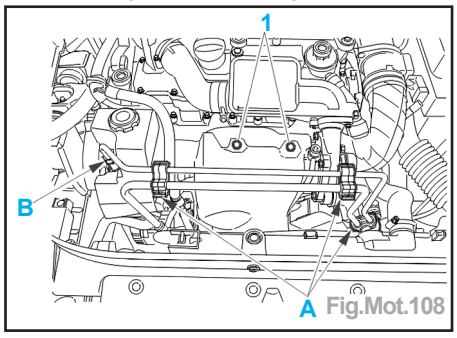

Fig.Mot.108
- Débrider les tuyaux de direction assistée et de réfrigération (A) (Fig.Mot.108).
- Reposer le tuyau de direction assistée en (B) et le serrer à 2 ± 0,5 daN (Fig. Mot.108).
- Brider les tuyaux de direction assistée et de réfrigération en (A).